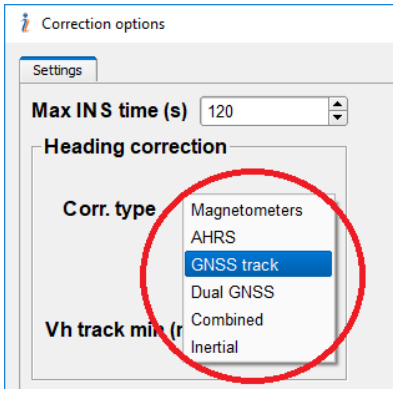

**Fig. 4.26.**
- **Corr.type** – specifies data used for INS heading correction. There are six variants in the drop-down list (see Fig. 4.26):